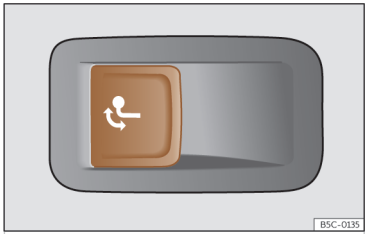

Abb. 196 Auf der linken Seite im Gepäckraum: Taste zur Entriegelung der Anhängerkupplung.
- Ziehen Sie kurz an der Taste ››› (Abb. 196). Die Anhängerkupplung wird automatisch entriegelt und dreht selbsttätig heraus. Die Kontrollleuchte der Taste blinkt.
- Ziehen Sie kurz an der Taste ››› (Abb. 196). Die Anhängerkupplung wird elektrisch entriegelt.
- **Drücken Sie keinesfalls die Taste ››› (Abb. 196), wenn ein Anhänger oder ein Gepäckträger oder anderes Zubehör auf der Anhängerkupplung eingehängt ist.**